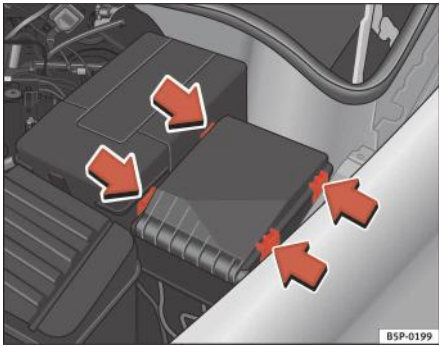

Fig. 161 Capacul cutiei cu siguranțe din compartimentul motor
– Ridicați capacul cutiei cu siguranțe din compartimentul motor apăsând clemele spre centrul capacului ⇒ fig. 161.